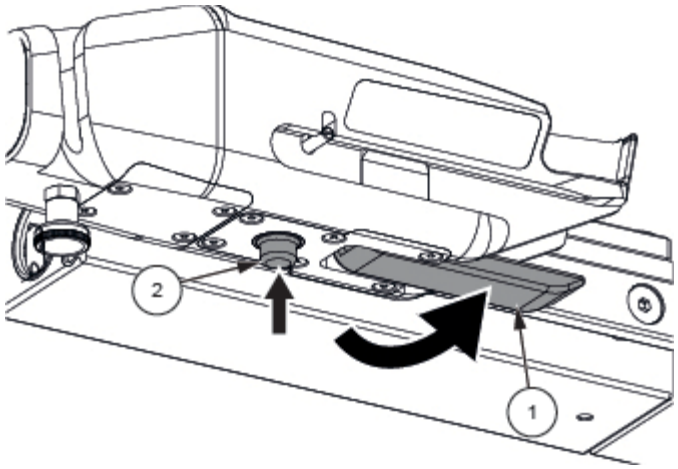

Abbildung 6-2. Verriegeln des Griffs für motorisierten Transport
3. Verriegeln Sie den Klemmhebel (1). Siehe *Abbildung 6-2*.
1. Bewegen Sie den Verriegelungshebel (1) nach unten, halten Sie die Schienensperre (2) gedrückt und ziehen Sie den Griff für motorisierten Transport nach außen. Siehe *Abbildung 6-2*.